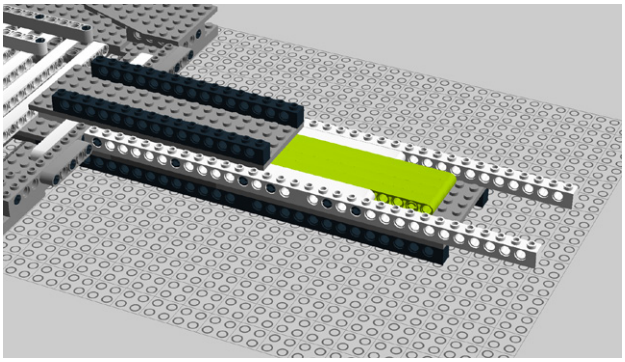

Figure 8-56. *Step 51: Setting the beam assembly on the neck*
51. Set the four 15M beams on the neck as shown in Figure 8-56. Nope, they won't want to stay there (Figure 8-56).